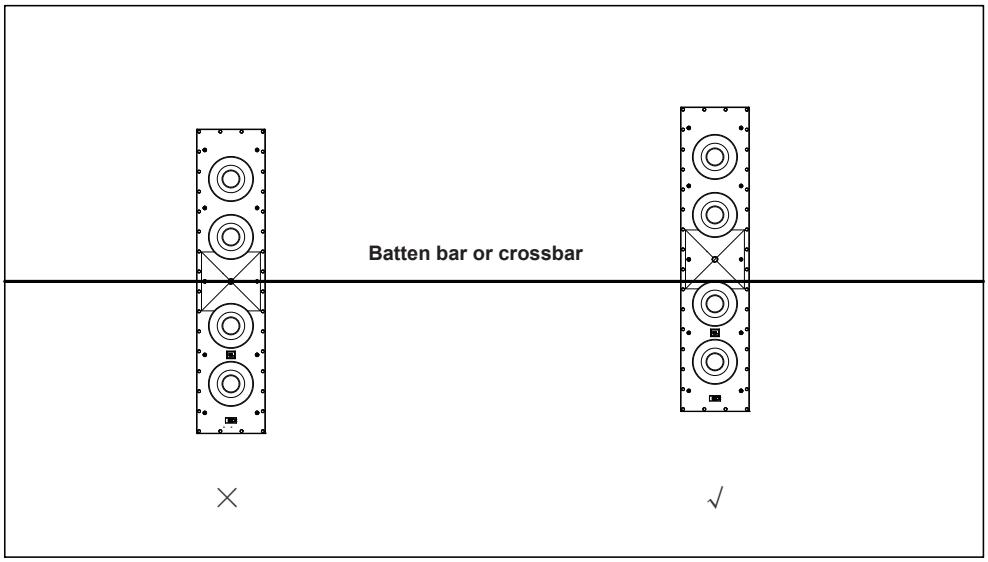

**Figure 4**
**NOTE:** Some perforated projection screens have a batten bar or crossbar centered across the screen frame (Figure 4). In such cases make sure the bar does not block the horn. Position vertically oriented speakers so that the bar crosses in front of the speakers at the edge of the horn closest to the central woofer.